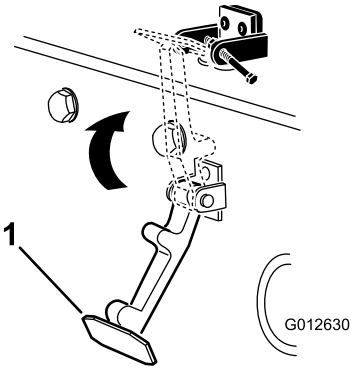

Figur 14
6. Kroka fast motorhuvsspärren på dess fäste (Figur 14).